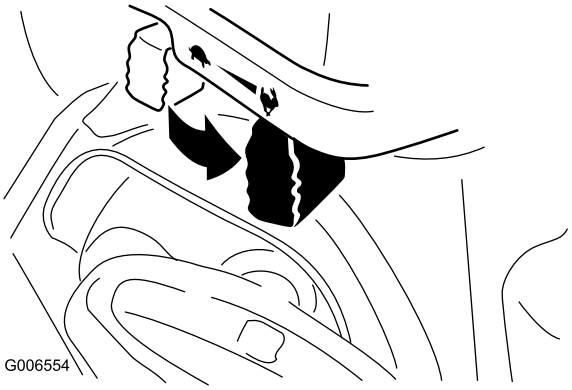

Figur 28
6. Flytta gasreglaget till det snabba läget (Figur 28).